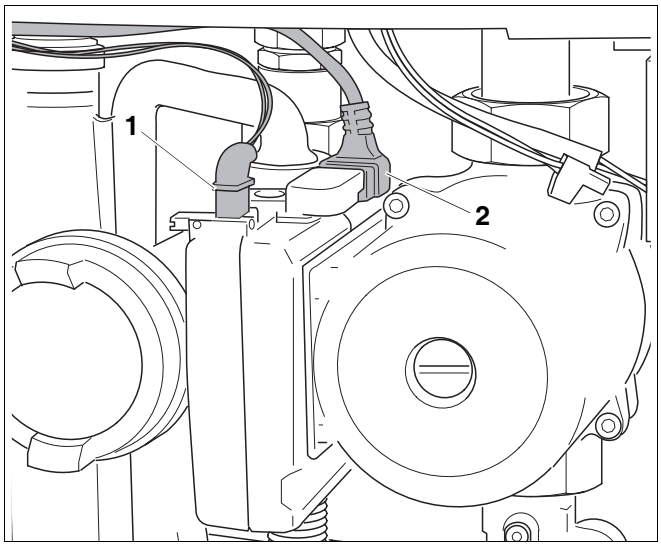

Bild 20 Pumpe anschließen
- Stecker des Tachokabels (Bild 20**, Pos. 1**) an der Pumpe einstecken (nur bei modulierende Pumpe UPER 25 - 80).
- Stecker des Netzanschlusskabels (Bild 20**, Pos. 2**) an der Pumpe einstecken.